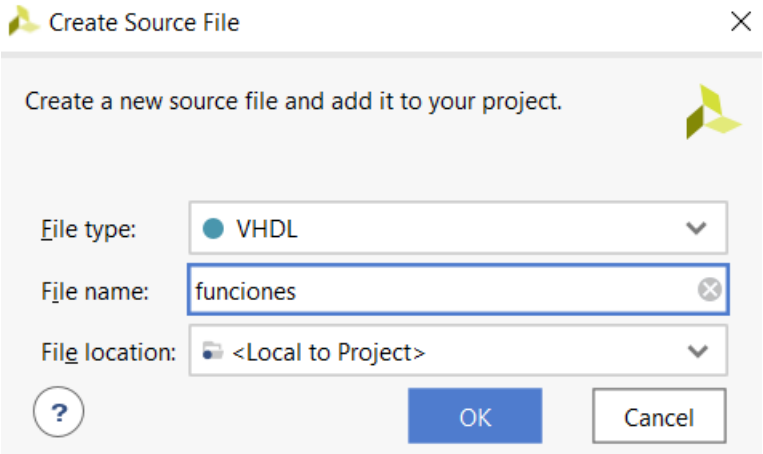

Figura 5. Captura de pantalla de *Create Source File*
3. En el siguiente paso del asistente se pone el nombre del fichero VHDL que se va a generar. Lo normal es que el nombre esté asociado la funcionalidad del circuito que se va a proceder a describir (por ejemplo, multiplexor, contador, decodificador, etc.). En este caso, lo llamamos *funciones* (Figura 5) y pulsamos *OK*.